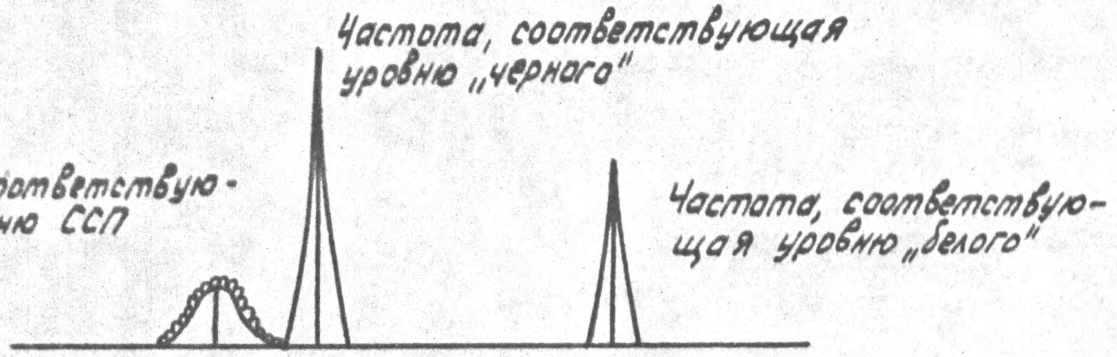

РИС.7.8
7.3.2.3. ПОДКЛЮЧИТЕ АНАЛИЗАТОР СПЕКТРА СК4-59 К КОНТРОЛЬНОЙ ТОЧКЕ 1Х4 БВЗ А3 И РЕГУЛИРОВКОЙ КОНДЕНСАТОРА А3-1С17 И РЕЗИСТОРА А3-1R8 ДОБЕЙТЕСЬ РАССТАНОВКИ ЧАСТОТ ЧМ СИГНАЛА ПО ОТКЛИКАМ НА ЭКРАНЕ АНАЛИЗАТОРА (РИС.7.8) (3,8+-0,05)МГЦ (УРОВЕНЬ "ВЕРШИН СИНХРОИМПУЛЬСОВ") И (4,8+-0,05)МГЦ (УРОВЕНЬ "БЕЛОГО").